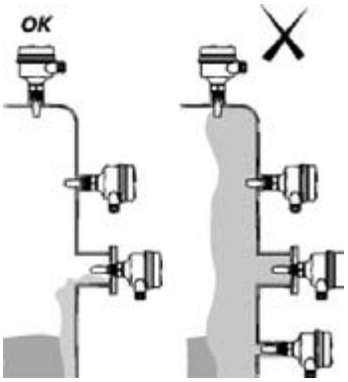

Рис.6. Пример правильной и неправильной установки при наличии налипаний на стенке резервуара.
- Обеспечьте достаточное расстояние между наслоениями на стенке резервуара и вилкой (см.рис.6).